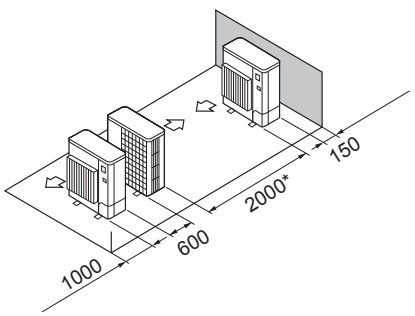

Fig. 2-12
⑤ Расположение приборов в один горизонтальный ряд (Fig. 2-12)